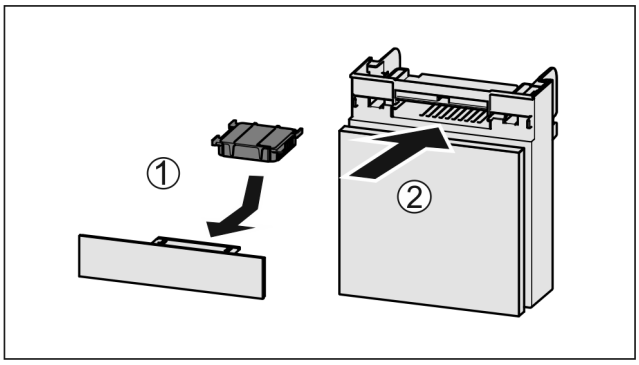

Fig. 162
▶ Introduceți *Fig. 162 (1)* filtrul de cărbune activ după cum se vede în figură.
▶ Împingeți *Fig. 162 (2)* compartimentul în interior.